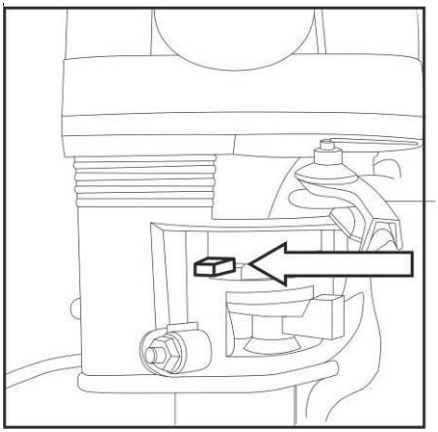

Рис. 8
4. Закройте воздушную заслонку. Для этого рычаг (Рис. 8) установите в крайнее левое положение.
10. По мере прогрева двигателя открывайте воздушную заслонку (рис. 8). Прогрев двигателя на холостых оборотах в зависимости от температуры окружающей среды занимает от 1 до 3 минут.